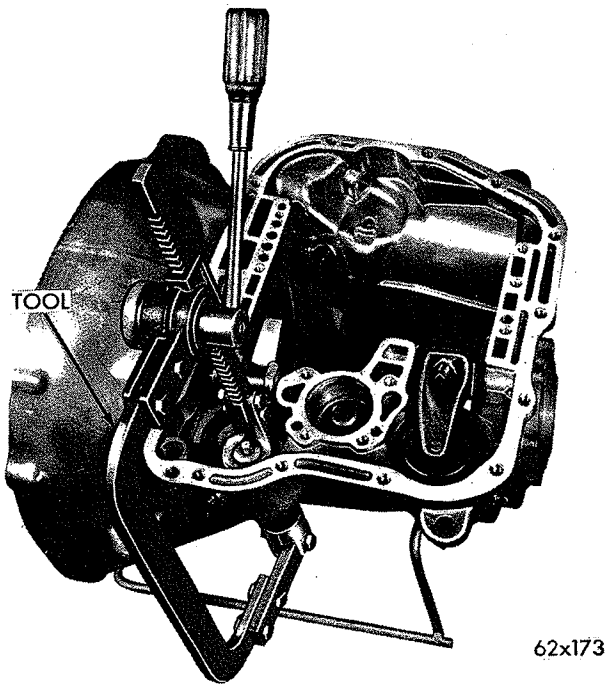

*Fig. 59—Compressing Kickdown Servo Spring*
(1) Compress kickdown servo spring by using engine valve spring compressor, Tool C-3422, then remove snap ring (Fig. 59).
(2) Remove rod guide, springs and piston rod from the case. Be careful not to damage piston rod or guide during removal.
(3) Insert Tool C-484 inside piston and withdraw piston from the transmission case.